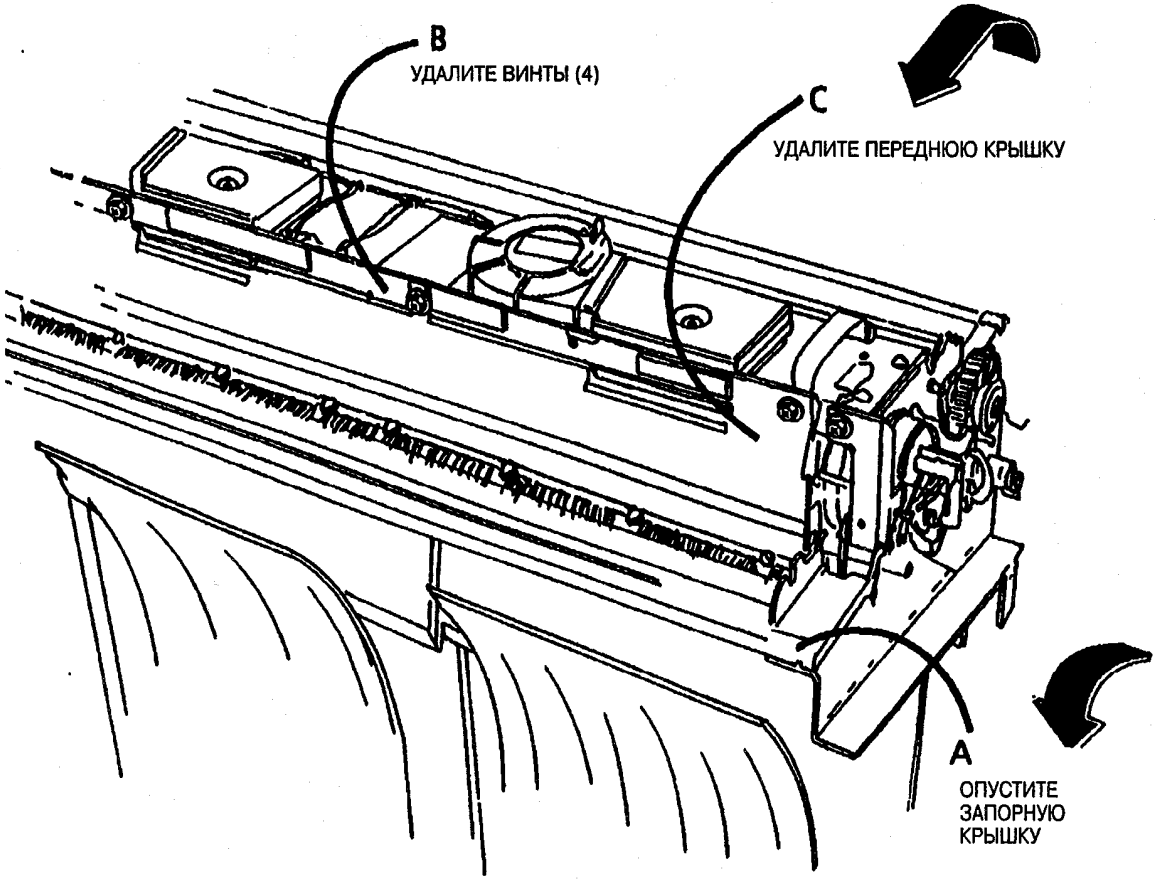

Рис. 1. Удалите переднюю крышку
3. (Рис. 1): Удалите переднюю крышку.